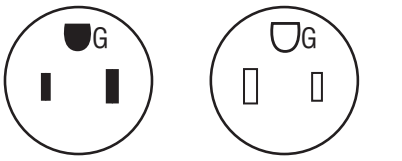

Figure 2
2. Le chauffage comporte un cordon d'alimentation avec fiche secteur. La prise secteur utilisée doit être de type NEMA 6-50R afin d'être compatible avec la fiche (voir la Figure 2).